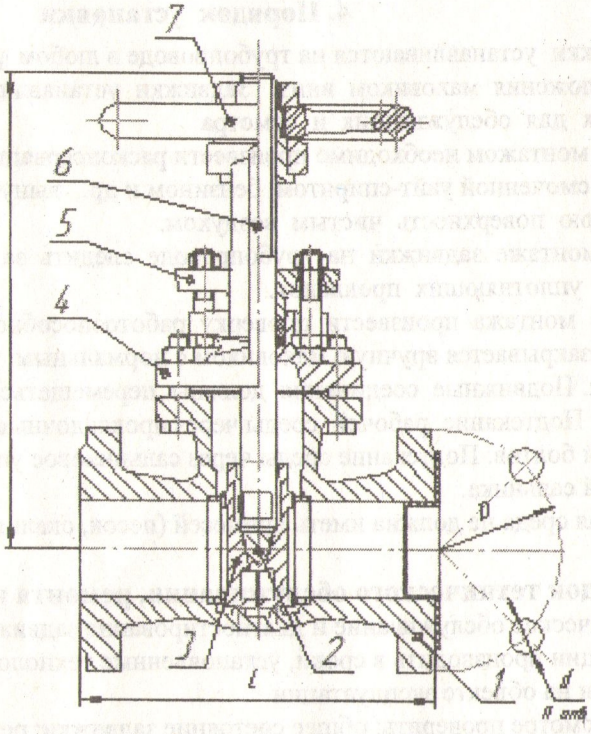

Рис. 1
3.2.Основные габаритные и присоединительные размеры указаны на рис. 1.